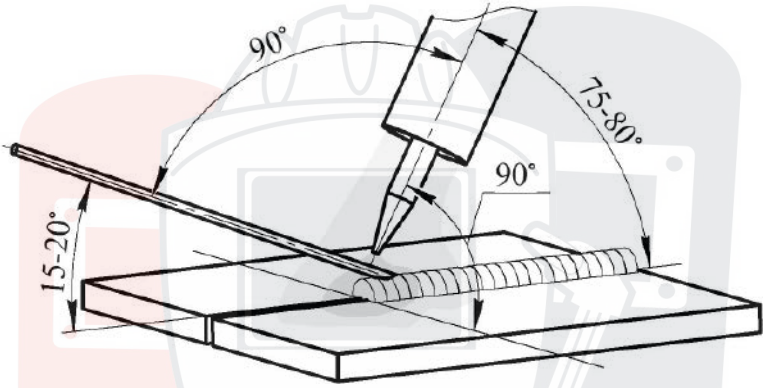

Рис. 13.8.1. Угол наклона горелки.
Сварку обычно выполняют справа налево. При сварке без присадочного материала электрод располагают перпендикулярно к поверхности свариваемого металла, а с присадочным материалом – под углом. Присадочный пруток перемещают впереди горелки (См. рис. 13.8.1).
**При аргонодуговой сварке также следует не забывать про противоположный угол наклона горелки (См. рис. 13.8.1). Это влияет на формирование сварочного шва. Старайтесь держать горелку под углом 90° (по отношению к линии шва).**